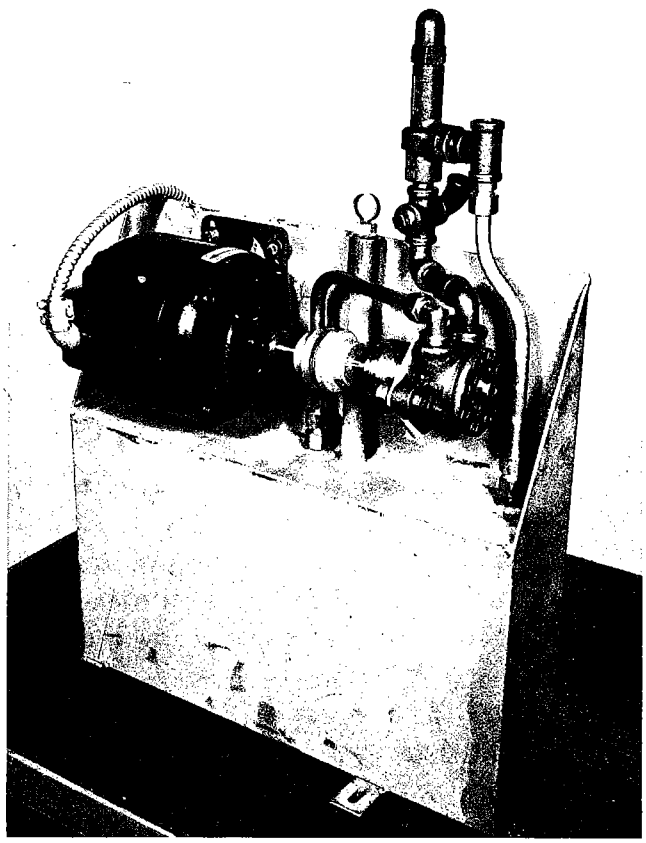

Figure 38
1. Always be sure there is enough oil in the tank. Check the oil with the dip stick provided on the tank as shown in Fig. 38. When changing oil use 2½ gallons of high quality SAE-10 oil.